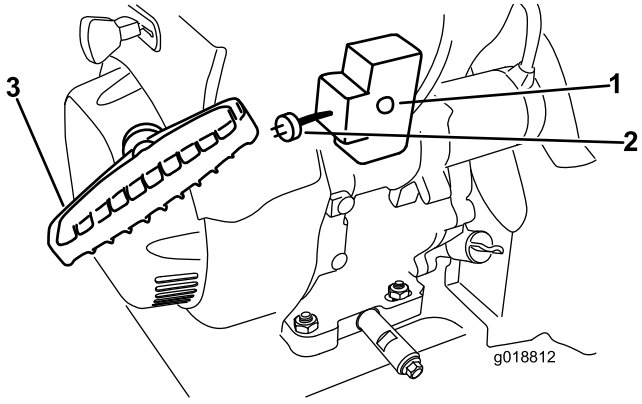

**Figur 29**
7. Starta maskinen genom att dra i startsnöret eller trycka på knappen till den elektriska startmotorn (Figur 29).